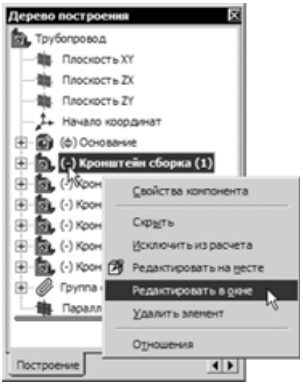

Рис. 8.64
- В дереве построения щелкните правой кнопкой мыши **Кронштейн сборка (1)** и откройте его для редактирования в отдельном окне (рис. 8.64).